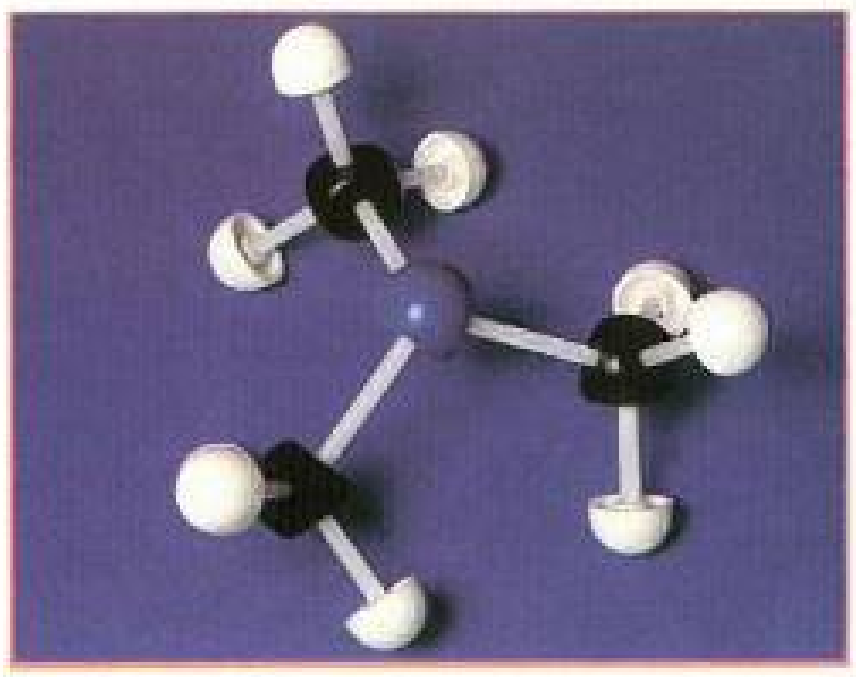

Figure 12.3
- Tertiary amines of general formula RR'R"N; the amino group is attached to three alkyl groups as in $(CH_3)_3N$ and $(C_2H_5)_3N$ (Fig.12.3).